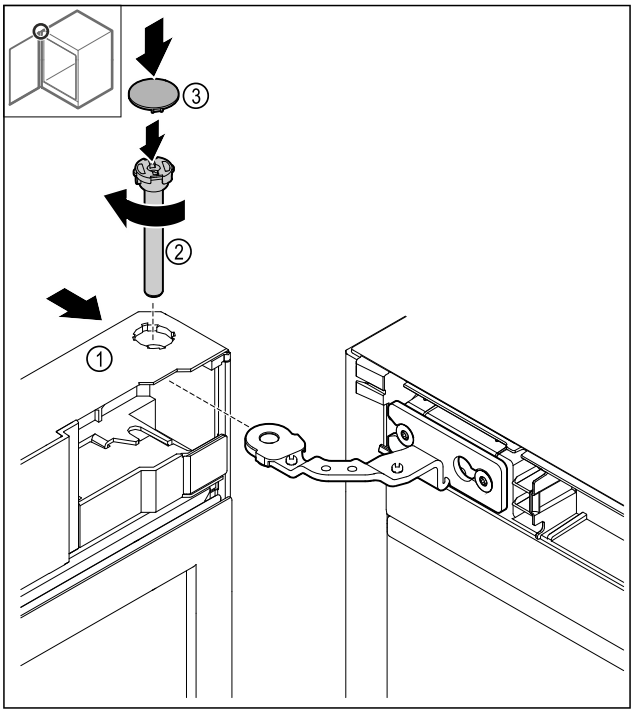

Fig. 47
▶ Tür *Fig. 47 (1)* oben auf das Scharnier schieben.
▶ Bolzen *Fig. 47 (2)* einstecken und im Uhrzeigersinn festdrehen.
▶ Abdeckung *Fig. 47 (4)* aufsetzen.